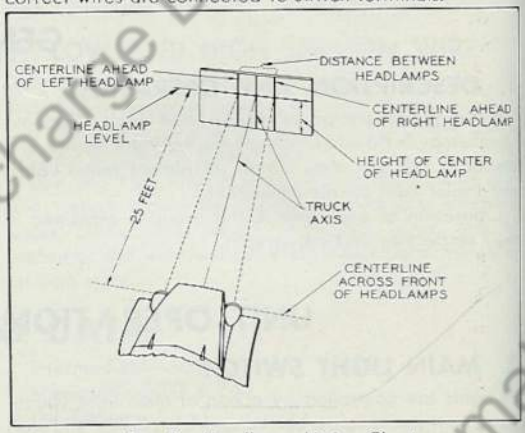

Fig. 3 Headlamp Aiming Chart
2. Draw horizontal line on vertical surface at height of lamp center, as shown in Fig. 3. Locate point on this horizontal line at which projected centerline of chassis intersects. Measure distance between lamp centers and divide this distance equally on either side of center mark, then draw two vertical lines directly ahead of each lamp center as shown.